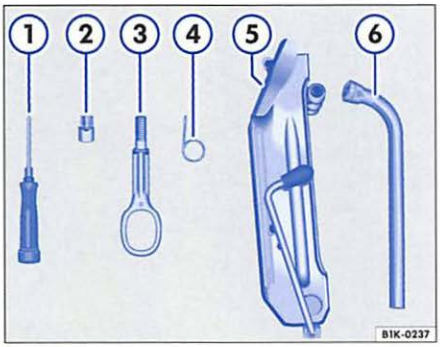

Fig. 21 Vehicle tool kit. Some of the items shown come only with certain models.
The tool kit contains the following items ⇒ fig. 21:
– Take the wire hook from the vehicle tools ⇒ page 80, fig. 21 ④.
– Take the adapter for anti-theft wheel bolts out of the vehicle tool kit ⇒ page 80, fig. 21 ②.